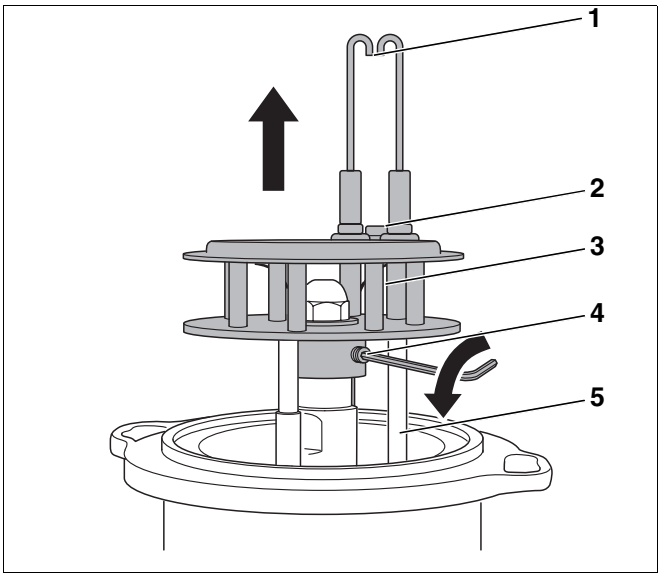
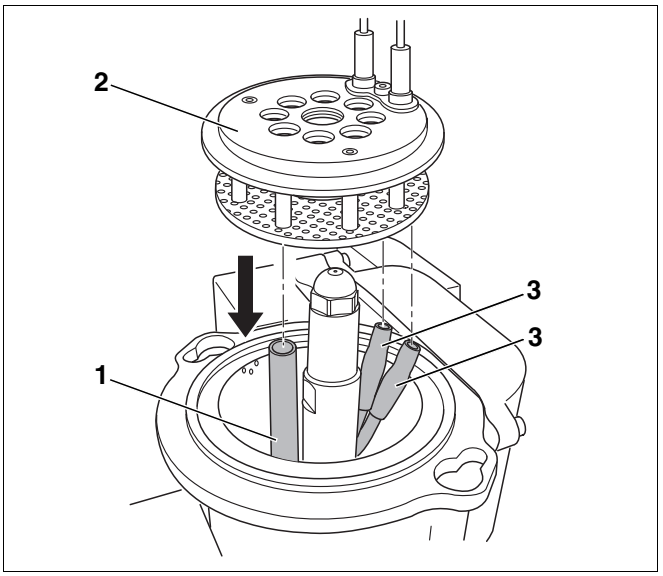

Bild 50 Mischsystem demontieren
Bild 52 Mischsystem montieren
Die Zündelektroden (Bild 50, **Pos. 1**) müssen frei von Ablagerungen sein.
- Schraube (Bild 50, **Pos. 2**) zwischen den Zündelektroden lösen.
- Zündelektrode (Bild 50, **Pos. 1**) ausbauen.
- Zündleitungen (Bild 50, **Pos. 5**) am Zündtrafo abziehen.
- Gewindestift (Bild 50, **Pos. 4**) am Mischsystem (Bild 50, **Pos. 3**) lösen. Das Mischsystem darf dabei nicht gedreht werden.
- Mischsystem (Bild 50, **Pos. 3**) nach oben abziehen.
- Zündleitungen von (Bild 50, **Pos. 5**) den Zündelektroden (Bild 50, **Pos. 1**) abziehen.
- Zündleitungen (Bild 52, **Pos. 3**) an den Zündelektroden korrekt befestigen.
- Mischsystem (Bild 52, **Pos. 2**) wieder einsetzen und mit Gewindestift (Bild 50, **Pos. 4**, Seite 61) bis auf Anschlag auf den Ölvorwärmer aufstecken.